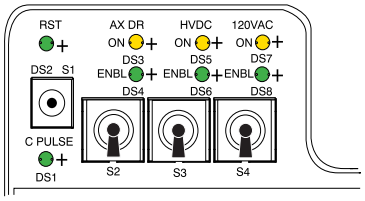

Figure 8-52 STC Power Switches
CAUTION **Before you remove the tilt regulatory covers, make sure the axial drive is disabled (see Figure 8-52).**
CAUTION **Before you remove top covers, always make sure the three (3) power switches have been turned off. (See Figure 8-52.)**